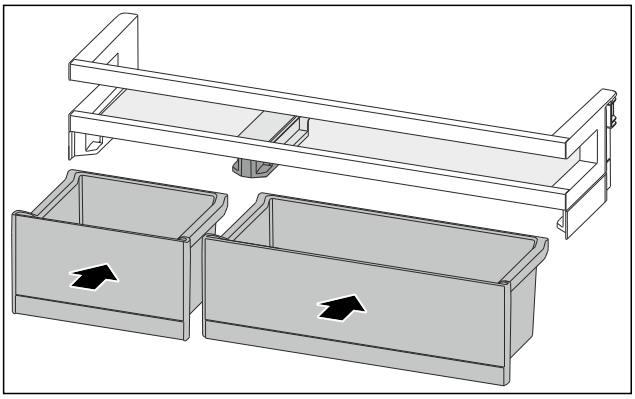

Fig. 153
▶ Introduceți VarioBox-urile dispuse invers. (vezi Fig. 153)